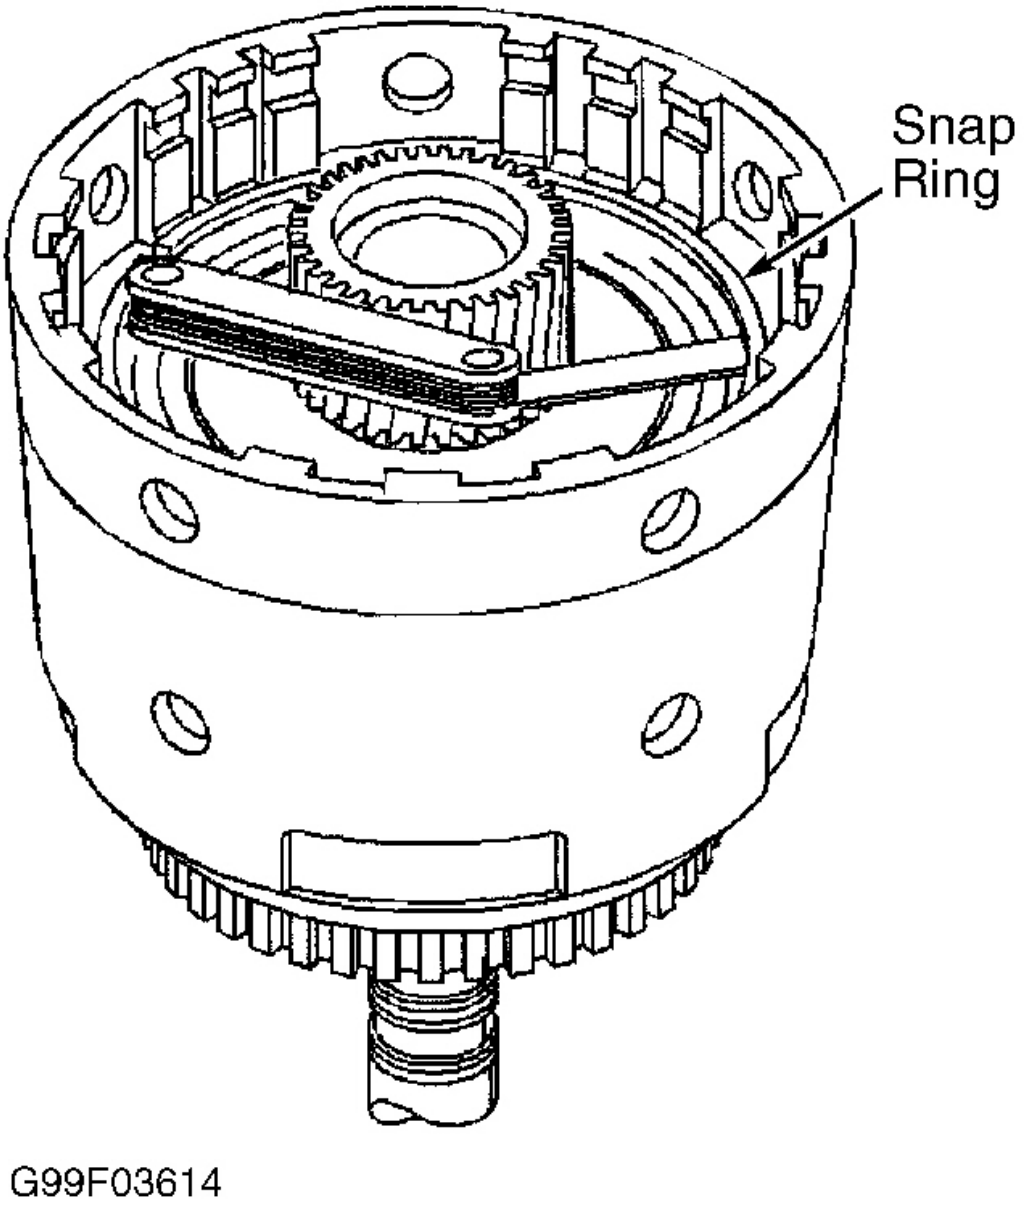

Fig. 45: Measuring Forward Clutch Pack Clearance
9. Using 2 feeler gauges, measure clearance between backing plate and snap ring. See **Fig. 45** . Ensure clearance is as specified. See **FORWARD CLUTCH CLEARANCE SPECIFICATIONS** table. If clearance is not as specified, install proper size backing plate with chamfered side upward. See **FORWARD CLUTCH BACKING PLATE SPECIFICATIONS** table. Install snap ring.